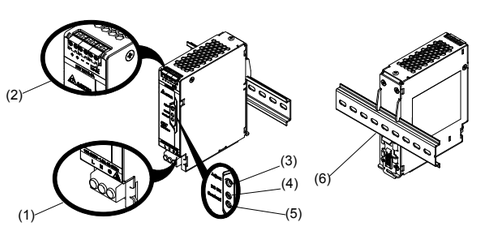

Figure 1
2. Gerätebeschreibung (Abb. 1)
4.1. Anschluss der Eingangsklemmen (Abb. 1, Abb. 6)
Bei Wechselstromeingangsverbindungen müssen die L, N und PE-Anschlüsse am Eingangsklemmverbinder (siehe Abb. 1(1)) zum Herstellen der Verbindung für 100-240Vac verwendet werden. Abb. 6 zeigt den Anschluss an die unterschiedlichen Netztypen.
4.2. Anschluss der Ausgangsklemmen (Abb. 1 (2))
Verwenden Sie die Schraubklemmen „+“ und „-“, um den 24Vdc-Anschluss herzustellen. Am Ausgang stehen 24Vdc zur Verfügung. Die Ausgangsspannung kann am Potentiometer zwischen 24 und 28Vdc eingestellt werden. Die grüne LED “DC OK” zeigt die korrekte Funktion des Ausgangs an (Abb. 1 (4)). Das Gerät verfügt über einen Kurzschluss-, Überlast- und Überspannungsschutz, der auf 35Vdc begrenzt ist.